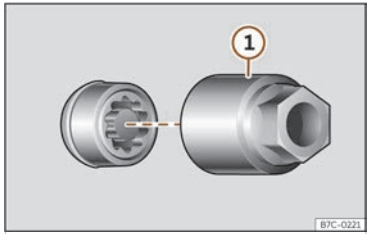

Fig. 194 Anti-theft wheel nut with cap and adapter.
- Insert the special adapter ››› Fig. 194 ① (vehicle tools ››› page 287) onto the anti-theft wheel nut and push it on as far as it will go.